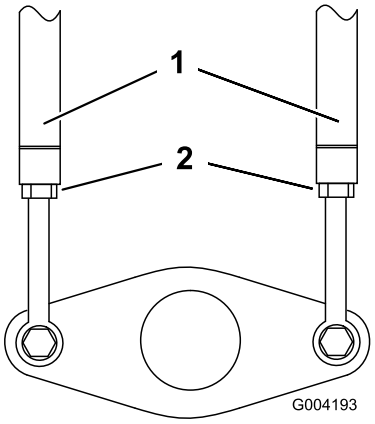

Figuur 51
3. Draai de contramoeren op de tractiestangen onder het bedieningspaneel los (Figuur 51).